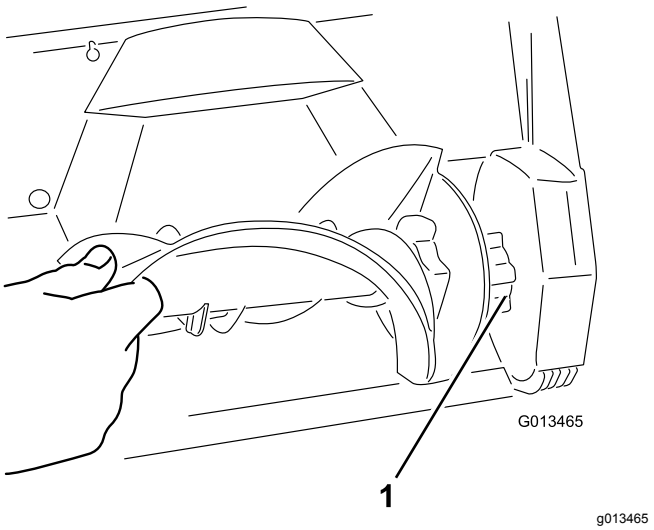

Figur 17
4. Monter den nye rotor ved at sætte enden af rotoren på den monterede ende i huset og dreje rotoren, indtil den klikker på plads (Figur 17).